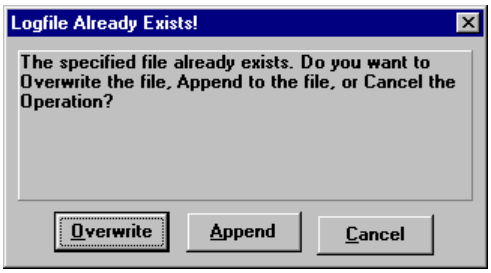

Figure 6-12. The *Logfile Already Exists* Message
- If you choose a logfile that already exists, the *Logfile Already Exists* message (Figure 6-12) appears, asking if you wish to overwrite the existing file or append the status messages to the end of the existing file. Choose Overwrite or Append to begin logging in the file or Cancel to close the dialog without opening the logfile.